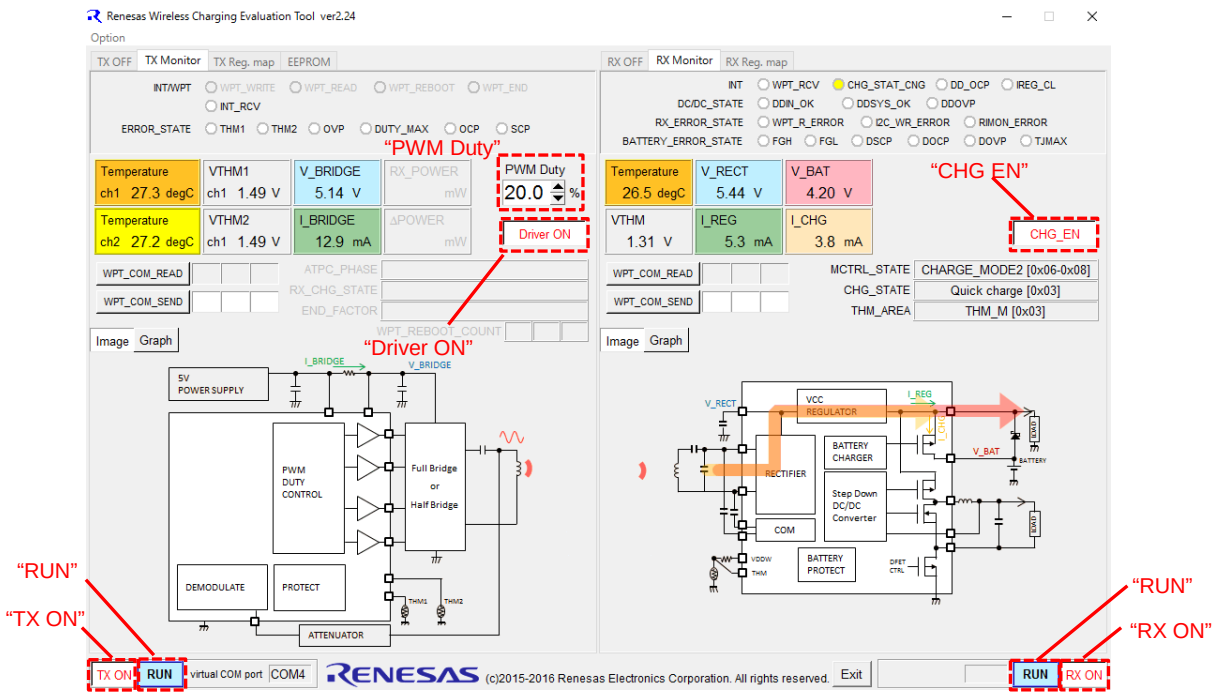

Figure 22 Control tool window in MCU Control Mode
(1) Turn on the SW13 of RX board. LED5 is lightened for showing availability of Wireless Power Transfer from TX board. DCDC (LED3) is also lightened for showing DCDC converter operation.
(2) Turn on the SW14 of TX board. DC 5V is supplied to TX board.
(3) Click the "TX ON" and the "RX ON" on tool window. Monitor for evaluation is displayed as Figure 22.